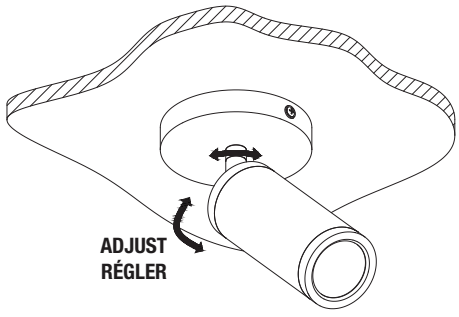

**Fig. 1f**
8. Adjust the luminaire into desired position as shown in Fig. 1f).
8. Régler le luminaire dans la position désirée (Fig. 1f).